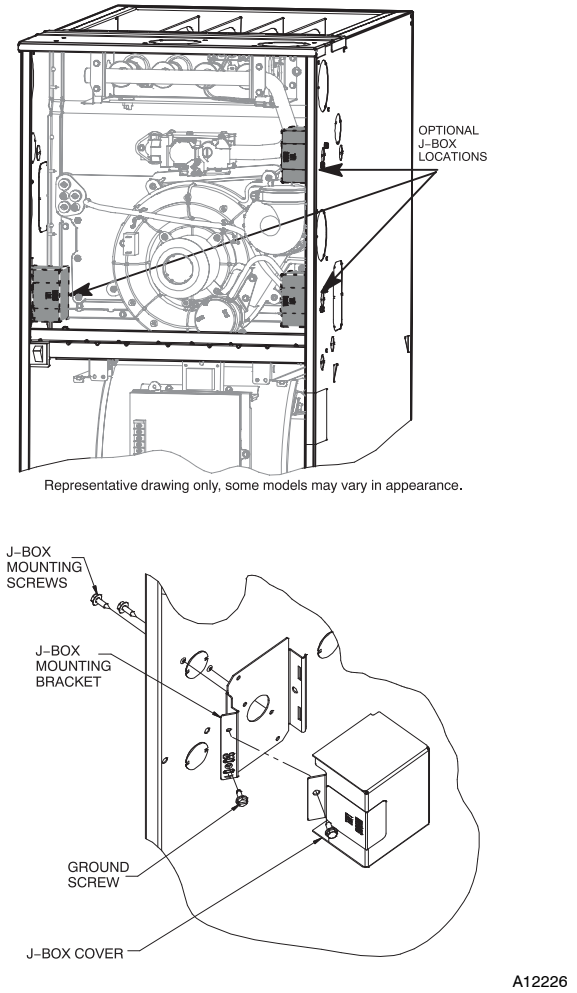

**Fig. 32 - Installing J-Box (When Used)**
The J-Box cover, mounting bracket and screws are shipped in the loose parts bag included with the furnace. The J-Box can be mounted on the left or right side of the casing, as viewed from the upflow position. See Fig. 32.
Align the J-Box mounting bracket against the inside of the casing and secure the mounting bracket with the screws. See Fig. 32.
6. Connect field ground wire and factory ground wire to green ground screw on J-Box mounting bracket as shown in Fig. 32.
1. Install J-Box mounting bracket to inside of furnace casing. See Fig. 32.
5. Connect field ground wire and factory ground wire to green ground screw on J-Box mounting bracket as shown in Fig. 32.
7. Attach furnace J-Box cover to mounting bracket with screws supplied in loose parts bag. Do not pinch wires between cover and bracket. See Fig. 32.
4. Connect field ground wire and factory ground wire to green ground screw on J-Box mounting bracket as shown in Fig. 32.